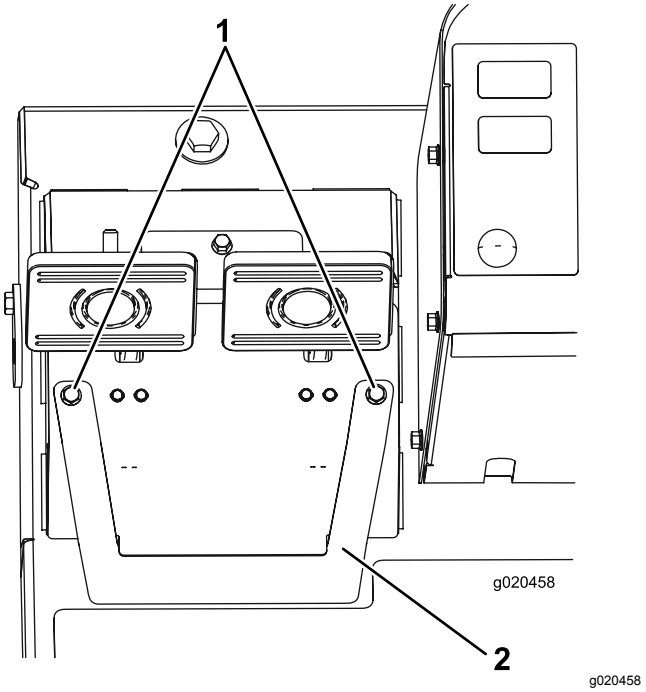

Figur 93
A. Løsn de 2 monteringsskruer, og fjern bremsejusteringsdækslet (Figur 93).